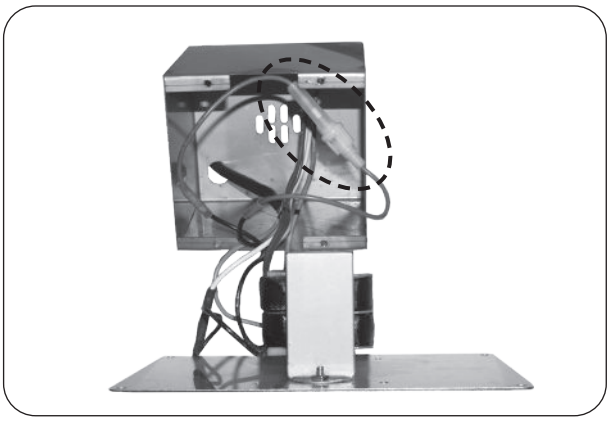

Fig. 41-4 Carefully open box and replace fuse (red wire)
5. Carefully open the box by pulling its cover away. You may need to feed the wire harness into the box to provide enough slack to open on the other end. Then “push in and twist” the fuse holder (red wire), exposing the fuse. See Fig. 41-4.